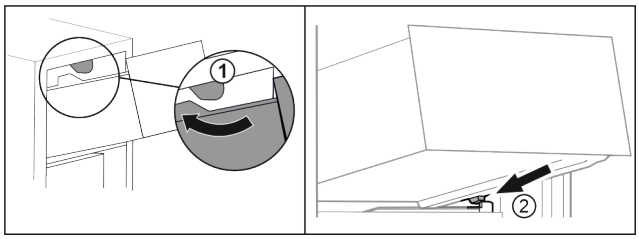

Fig. 112
- ▶ Guide drawer around the upper stoppers. *Fig. 112 (1)*
- ▶ Place drawer at an angle behind the lower stoppers onto moulded rib. *Fig. 112 (2)*